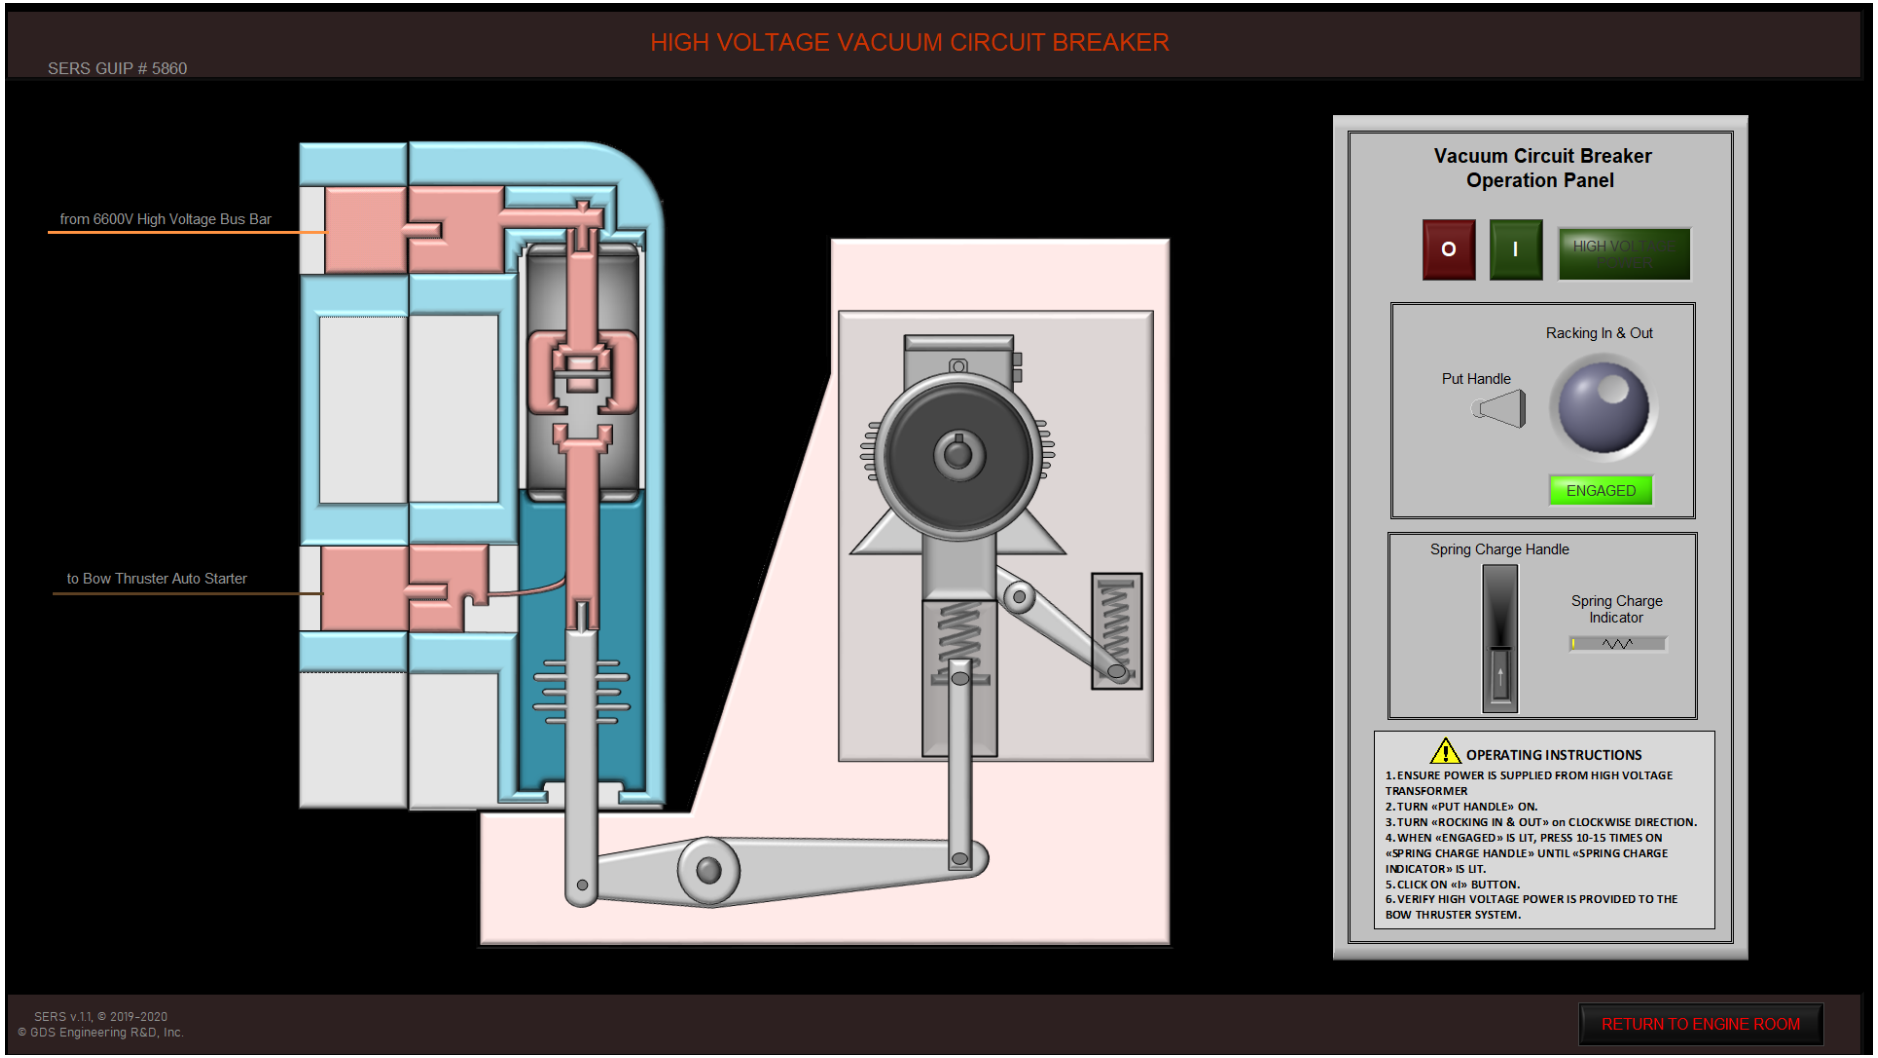

Figure 4.23.3 GUI Panel #5860: Rack is Engaged, VCB is not Latched.
- Also, verify the position of the Rack moved to latch to the Bus Bar lines (**See Figure 4.23.3**).